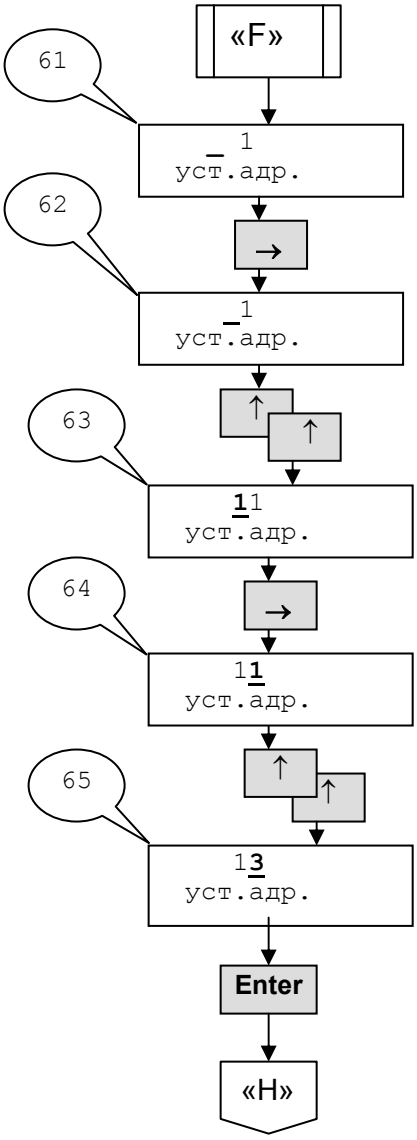

Рисунок 7 – Установка адреса устройства
4.5.7.1 Раздел **Установка адреса устройства.** (смотри рисунок 7) **инд 6.** Выбор режима осуществляется клавишей **Enter,** вход в **инд 61**.